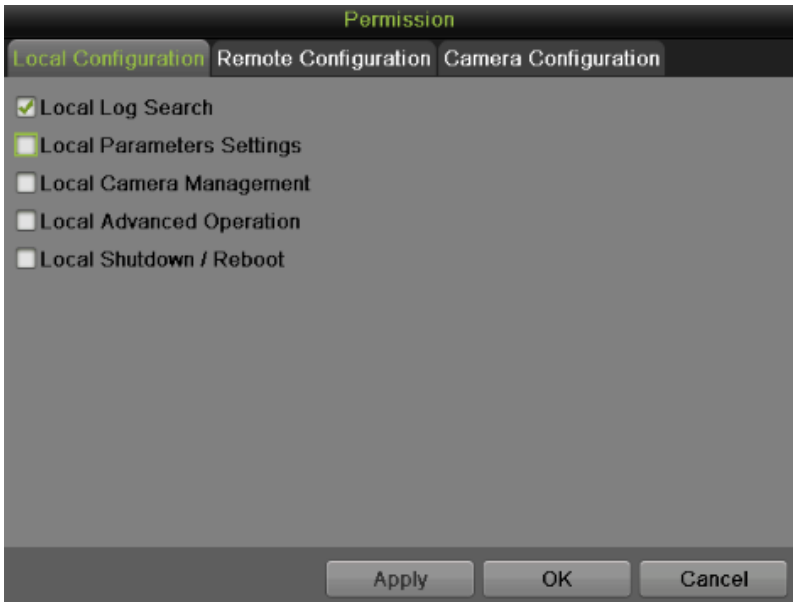

Figure 83 Permission Settings Menu
2. Click to enter the Permission interface, as shown in Figure 83.